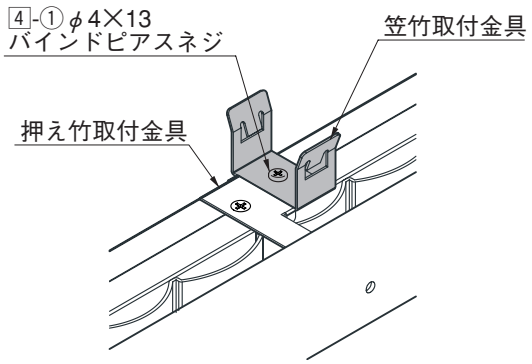

図8-2 笠竹取付金具取付位置
- 笠竹取付金具は押え竹取付金具に隣接させて取付けてください。（図8-2参照）